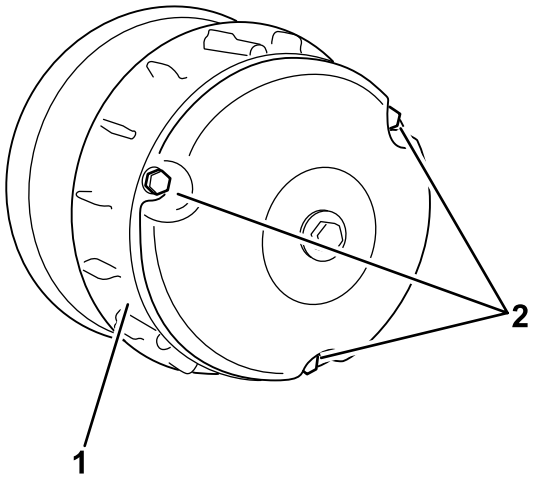

Figur 69
2. Lossa de tre skruvarna som fäster kåpan på kopplingen och ta bort kåpan (Figur 69).
4. Montera kopplingskåpan och fäst den med de tre skruvarna (Figur 69) som avlägsnades i 2.